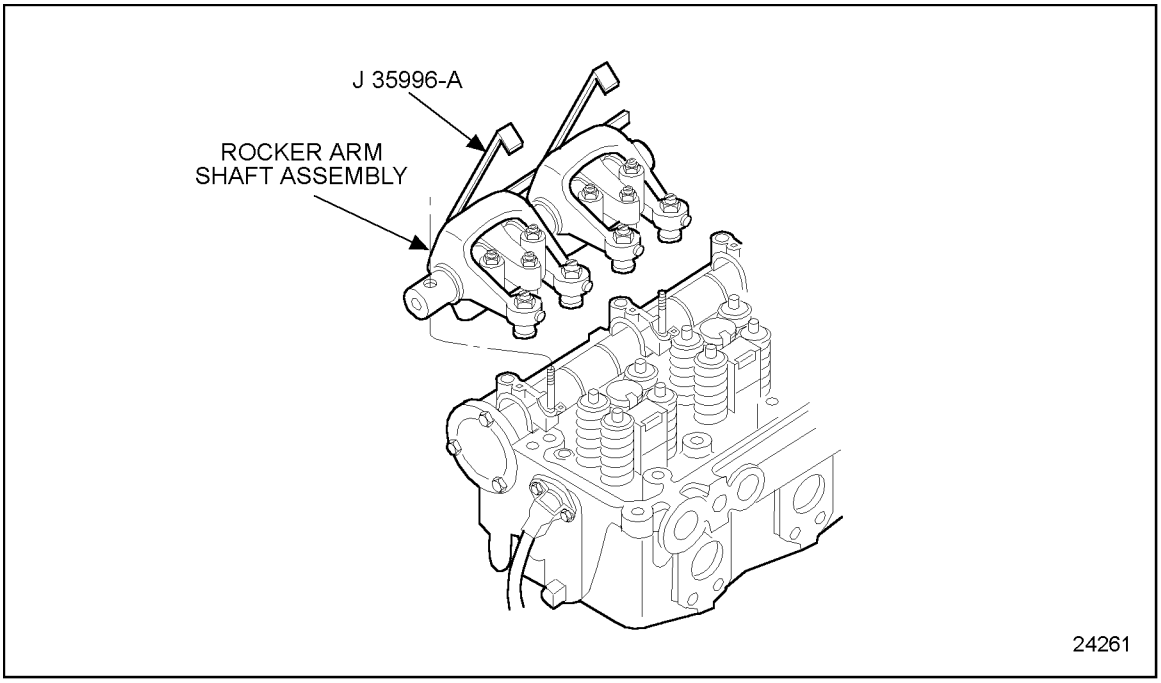

Figure 1-58 Rocker Arm Shaft Assembly Removal
4. Use rocker arm and shaft assembly removal tool, J 35996-A, to remove the rocker arm shafts, with rocker arm assemblies in place. See Figure 1-58.